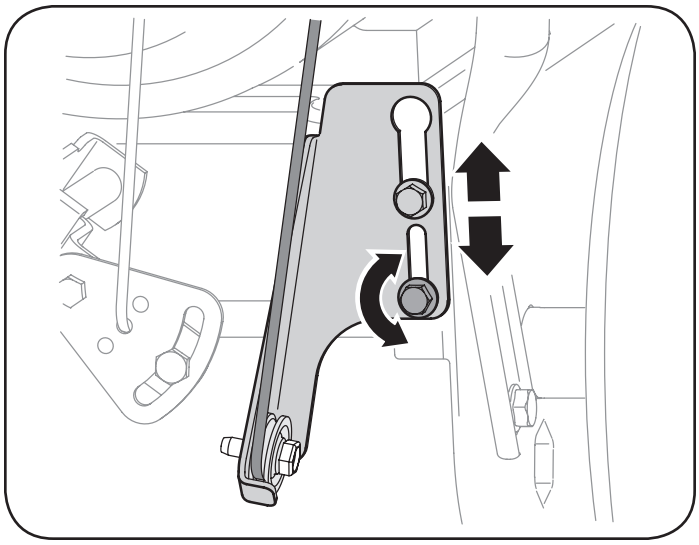

Figura 63
b. Afloje la tuerca hexagonal inferior del soporte del cable de la transmisión. Vea la Figura 63.